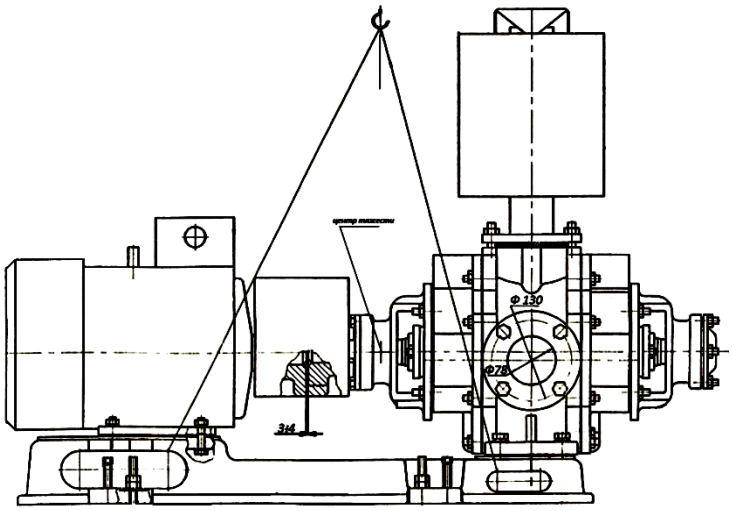

Рисунок 6 – Схема строповки при транспортировании электроагрегата
2.11.7. Подъем электронасосного агрегата и собственно насоса производите согласно (рис. 6, 7).